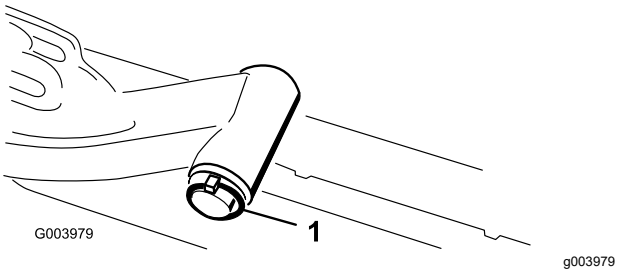

Figura 18
A. Retire o pino de sujeição e a anilha que prende o veio da articulação do braço de elevação ao braço de elevação e faça deslizar o veio de articulação para fora do braço de elevação (Figura 18).
C. Insira o veio do braço de elevação no braço de elevação e prenda-o com a anilha e o pino de sujeição (Figura 18).